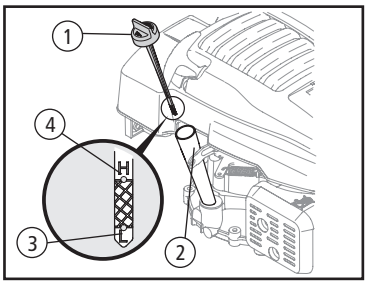

Fig. 19
**1.** Remova a tampa (1) do reservatório do óleo/vareta de medição e limpe-a [Fig. 19, Pag. 16].
**2.** Insira a vareta (1) no seu tubo (2) e dê meia volta na posição de fechar para que atinja o ponto certo.
**4.** Remova a vareta (1). Se o nível estiver baixo (3), adicione o óleo cuidadosamente até o limite máximo (4) demarcado na vareta.